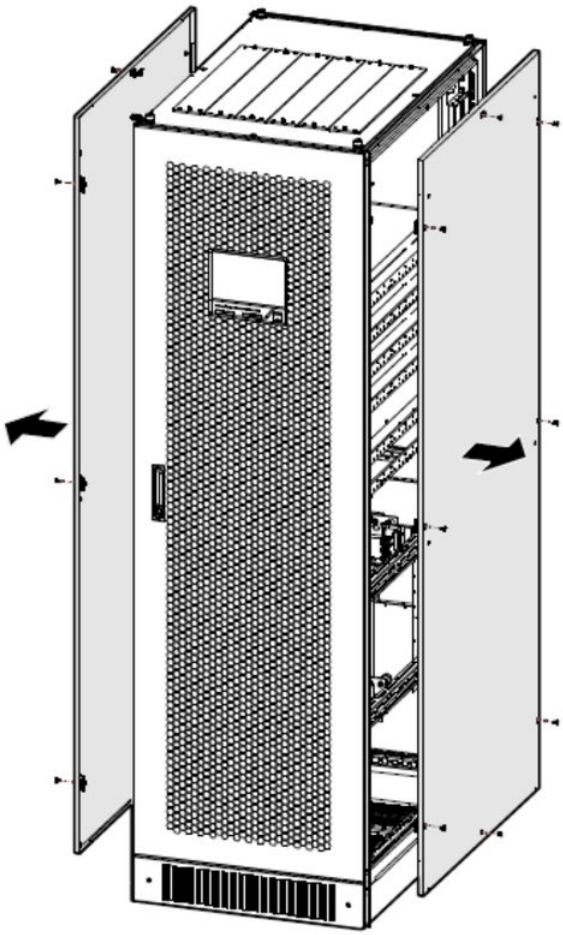

FIGURA 3-12 Rimozione dei pannelli laterali
1. Rimuovere i pannelli laterali, come mostrato nella Figura 3-12.